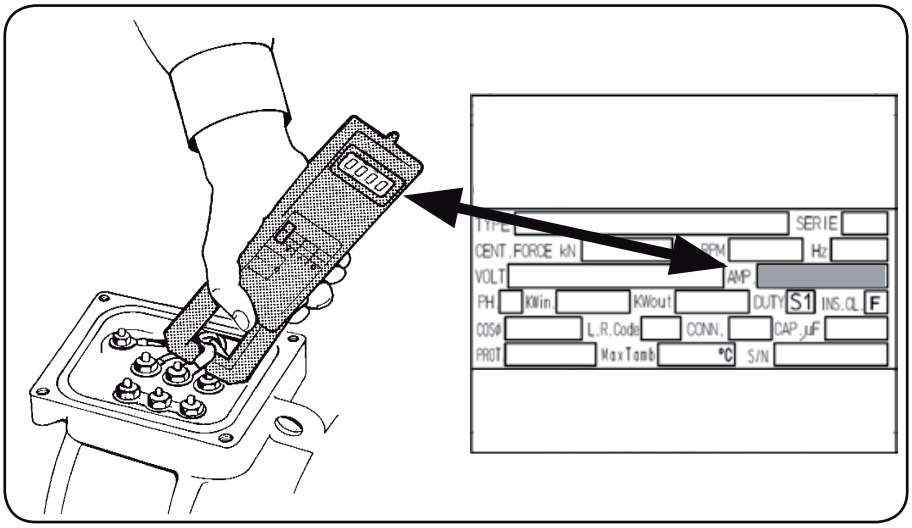

Rysunek 28
- Wykorzystać zacisk amperomierza (Rysunek 28) by sprawdzić na każdej fazie czy bieżący pobór mocy nie przekracza wartości wskazanej na tabliczce znamionowej.